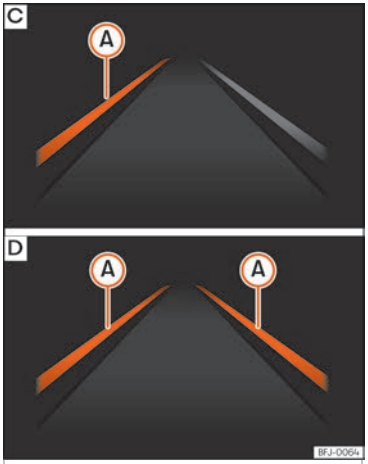

Fig. 272 En la pantalla del cuadro de instrumentos: indicación en la pantalla del sistema de aviso de salida del carril (ejemplo 2).
– **fig. 272** C: El sistema está trabajando, la línea resaltada (A) indica que había riesgo de sobrepasar la línea de carril involuntariamente y está actuando sobre la dirección para corregir la trayectoria.
– **fig. 272** D: Las dos líneas resaltadas (A) se encienden a la vez cuando tenemos las dos líneas de carril reconocidas y la función de Guiado adaptativo en el carril está activada.